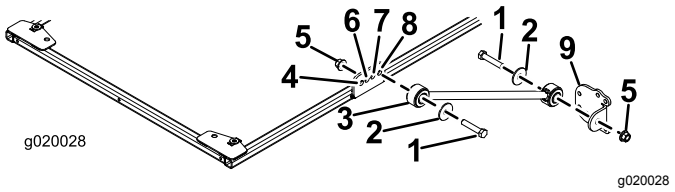

Figura 20
- En los modelos 03820, 03821, 30604 , 30605, 30608 y 30609, en cada lado del bastidor del toldo, monte provisionalmente un tirante en el taladro **trasero** del soporte del tirante con un perno (½" x 2½") una arandela (½") y una tuerca con arandela prensada (½"), según se muestra en Figura 20.
8. Sujete provisionalmente un soporte de tirante a cada tirante con un perno (½" x 2½"), una arandela (½") y una tuerca con arandela prensada (½"), según se muestra en Figura 20.